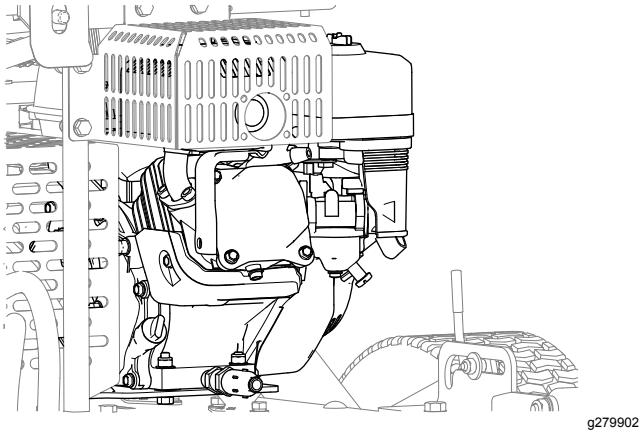

**Figura 41**
4. Limpe a sujidade e detritos do motor e das aletas de arrefecimento do motor (Figura 41).